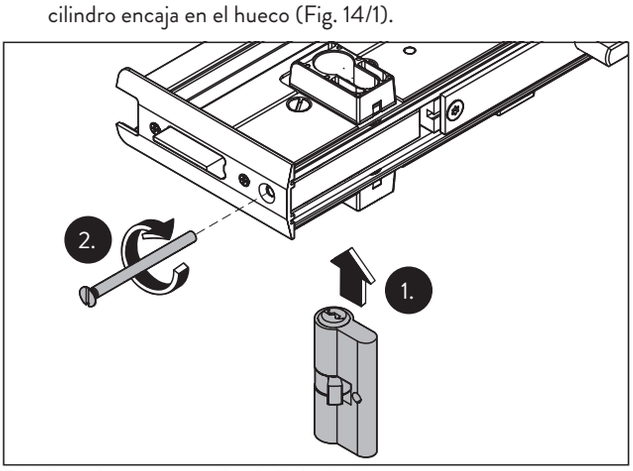

Fig. 14 Insertar y atornillar el cilindro de cierre
5. Inserte el cilindro de cierre. Compruebe que el impulsor del cilindro encaja en el hueco (Fig. 14/1).
6. Atornille el cilindro de cierre con el tornillo de la parte delantera (Fig. 14/2).